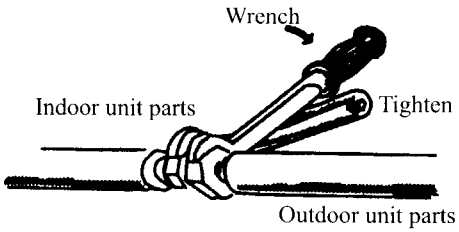

Fig 103
(4) Tighten nuts with wrench (see Tab.36 for moment of force) until the wrench gives a crack(be careful don't make it too tight, or screw thread and nut of the joint may be damaged and cause leakage of refrigerant, see Fig.103).